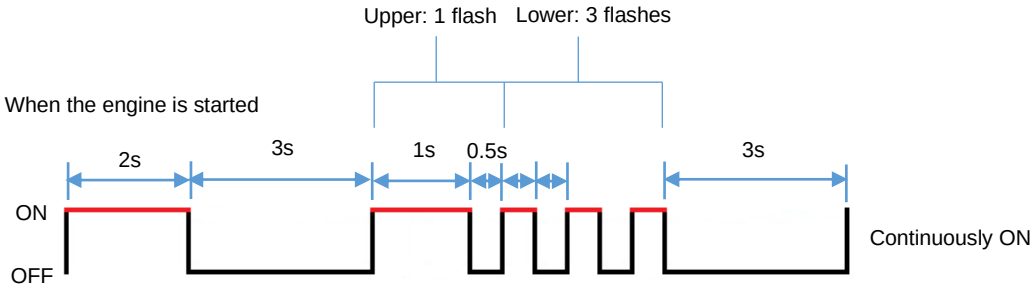

Figure 24: EGR Valve Failure
- If an EGR valve failure is detected when the engine is started, the failure indicator light will flash in a pattern of thirteen (one long flash followed by 3 short flashes) as shown in **(Figure 24)**